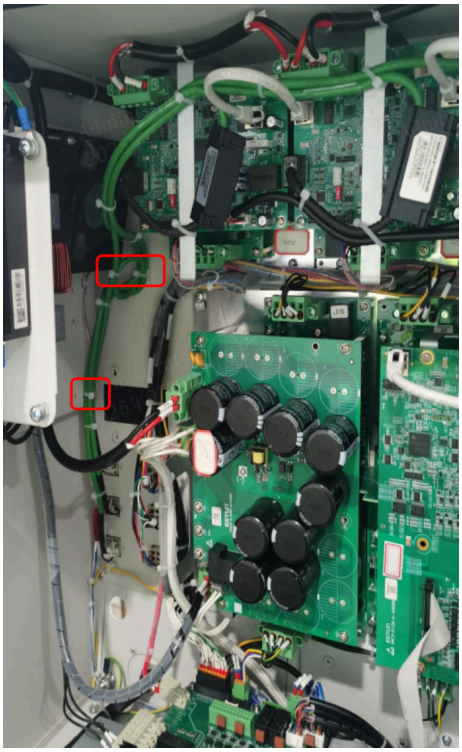

图 5-12 线缆布线规划
按照图 5-12 线缆布线规划路径完成编码器线的整体布线，确保线缆沿控制柜内部结构顺直排布，避免交叉、扭曲，远离高温、尖锐部件及运动干涉区域。
对图 5-12 线缆布线规划，图 5-13 关键位置捆扎特别标注的 4处扎线位置（红框标注）执行捆扎操作：
- 捆扎标准：没有特别标注的按图 5-12 线缆布线规划，图 5-13 关键位置捆扎进行，线缆顺直、无扭曲。